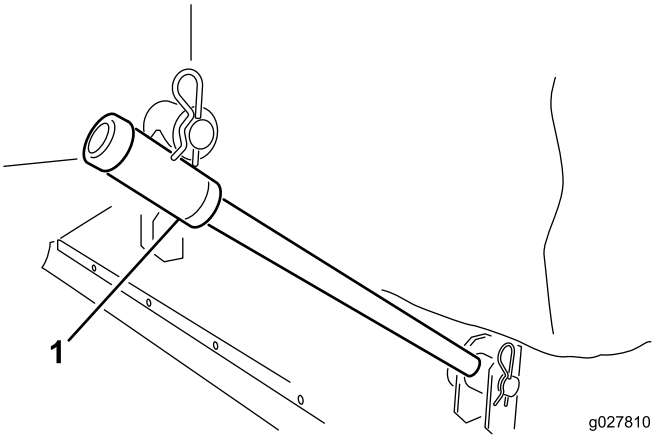

Figura 2
2. Coloque los brazos de tiro sobre los bulones del bastidor. Fije cada brazo de tiro al bulón del bastidor con una arandela y un pasador de horquilla (Figura 2).